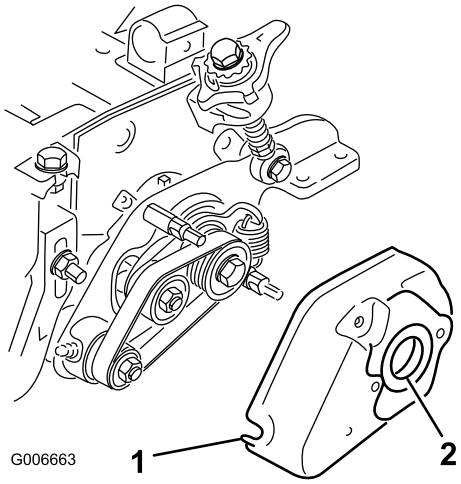
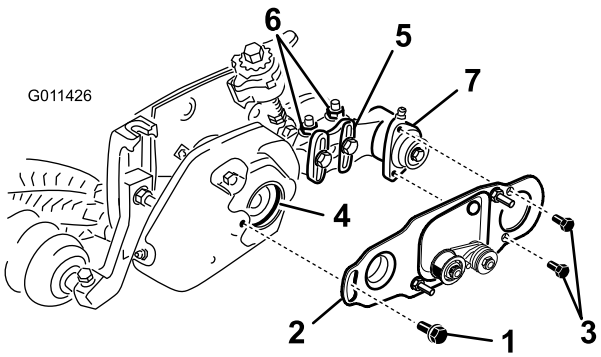

Figure 29
Figure 30
35. Posez le couvercle du groomer et fixez-le avec (2) écrous à embase (5/16 po) (Figure 29).
36. Appliquez un film de graisse dans le diamètre intérieur de la rondelle dans le couvercle du groomer (Figure 29).
37. Desserrez les boulons fixant le logement de roulement de la brosse de rouleau au support de montage de la brosse de rouleau (Figure 30).
38. Montez la plaque de pivotement de la brosse de rouleau (Figure 30). Lorsque la partie saillante de la plaque de pivot est insérée dans la rondelle sur le couvercle du groomer, veillez à ce que la rondelle reste bien en place sur le couvercle.
39. Enduisez les (2) vis (5/16 x 5/8 po) de Loctite 242 (bleu) et utilisez-les pour fixer la plaque de brosse au logement de roulement de la brosse de rouleau (Figure 30). Serrez les vis à un couple de 20 à 26 N·m.
- Desserrez les (2) contre-écrous à embase qui fixent le support de montage de la brosse de rouleau à la plaque latérale du plateau de coupe (Figure 30).
- Tournez le logement de roulement de la brosse de rouleau jusqu'à ce que la plaque de la brosse soit parallèle à la plaque latérale du plateau de coupe (Figure 30).
- Serrez les (2) contre-écrous à embase qui fixent le support de montage de la brosse de rouleau à la plaque latérale du plateau de coupe (Figure 30).
41. Appliquez du Loctite 242 (bleu) sur le boulon à épaulement (Figure 30). Fixez la plaque de brosse au couvercle du groomer avec le boulon à épaulement. (Fig. 29). Serrez la lame à un couple de 20–26 N·m.